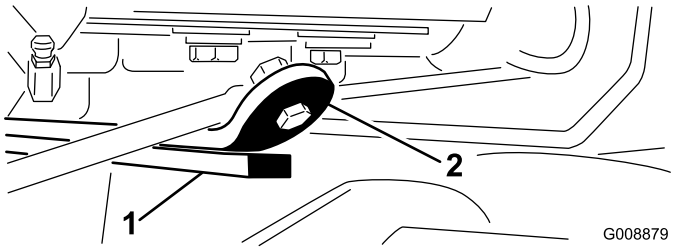

**Figur 13**
3. Starta motorn, höj klippenheterna och kontrollera att spelet mellan slitremmen överst på den bakre klippenhetens slitstång och stötdämparremmen är 0,51–2,54 mm (Figur 13).